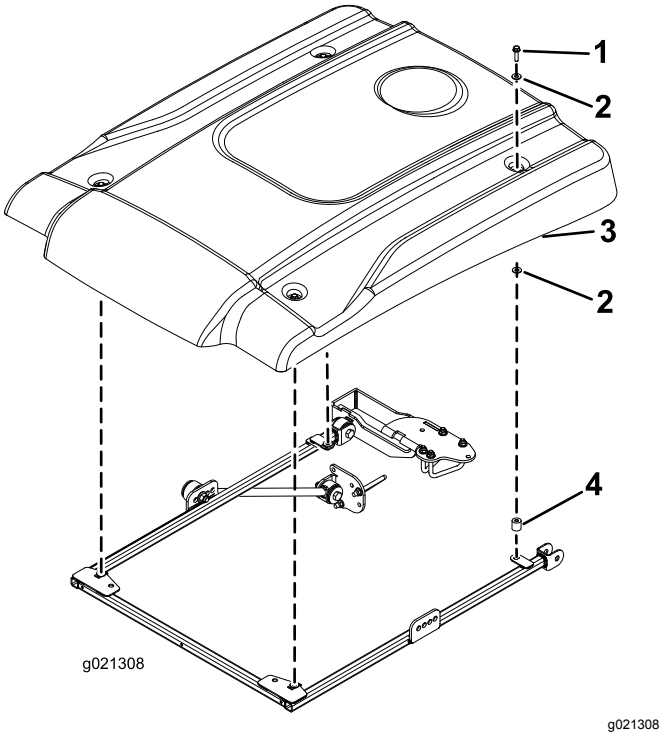

Рисунок 33
11. Выравнивая монтажные отверстия, расположите солнцезащитный навес на раме, как показано на Рисунок 33.
12. Установите каждый угол солнцезащитного навеса на раму с помощью болта с фланцевой головкой (5/16 x 2¼ дюйма), двух малых шайб и проставки, не затягивая их (Рисунок 33). Установите шайбу с каждой стороны резиновой втулки солнцезащитного навеса.